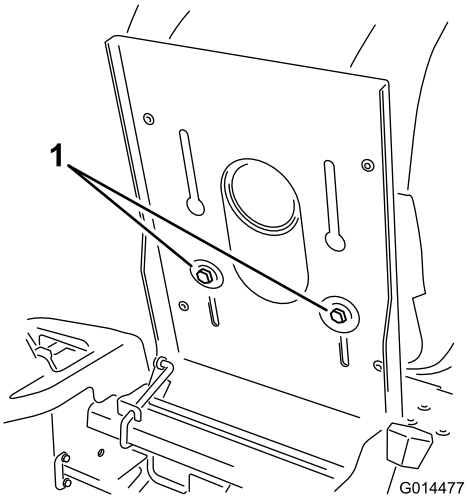

Figur 24
1. Höj upp sätet och lossa på justerskruvarna bara så mycket att det går att flytta på sätet (Figur 24).